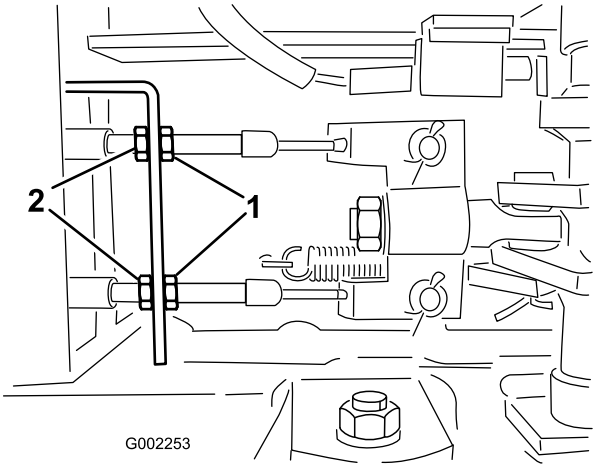

Figur 56
5. Løsn de forreste møtrikker på bremsekablerne under sprøjtens forende (Figur 56).
6. Stram de bageste møtrikker lige meget, indtil bremsepedalen bevæger sig mellem 1 til 2 cm, før du mærker modstand (Figur 56).